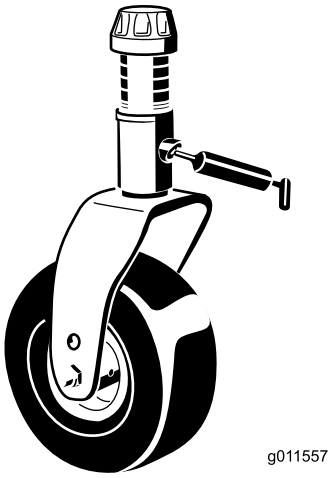

Рисунок 38
- Втулки валов вилок поворотных колес (2 шт.) (Рисунок 38)